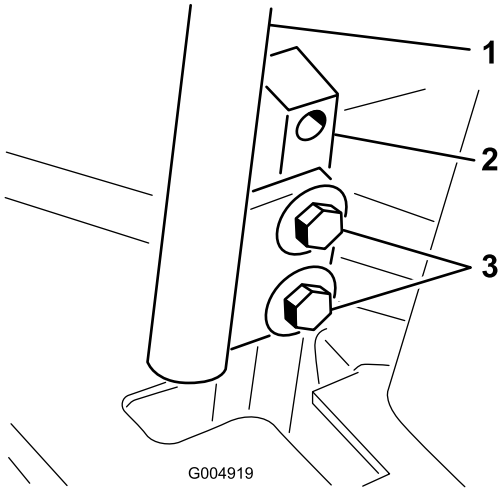

Rysunek 61
3. Usuń śruby mocujące dźwignie sterowania (Rysunek 61).